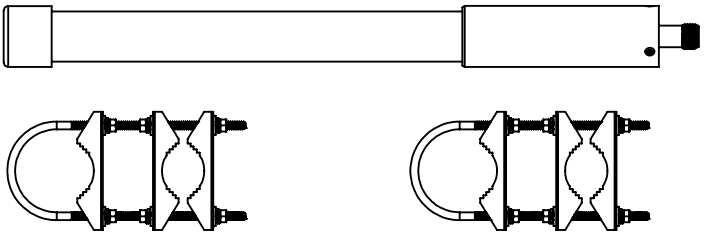

Fig.1
1. Parts: Verify all parts are included with Omni Antenna as shown in Fig.1.